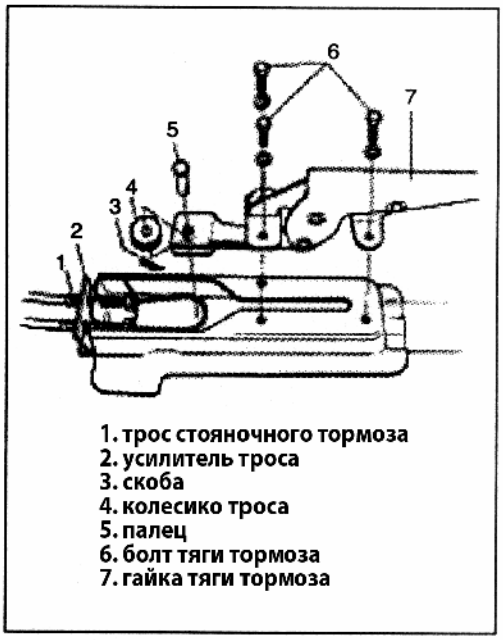

Рис. 631
5) Снимите хомут пальца и колесико троса с ручки управления тормозом (Рис. 631). Затем снимите тягу троса стояночного тормоза.